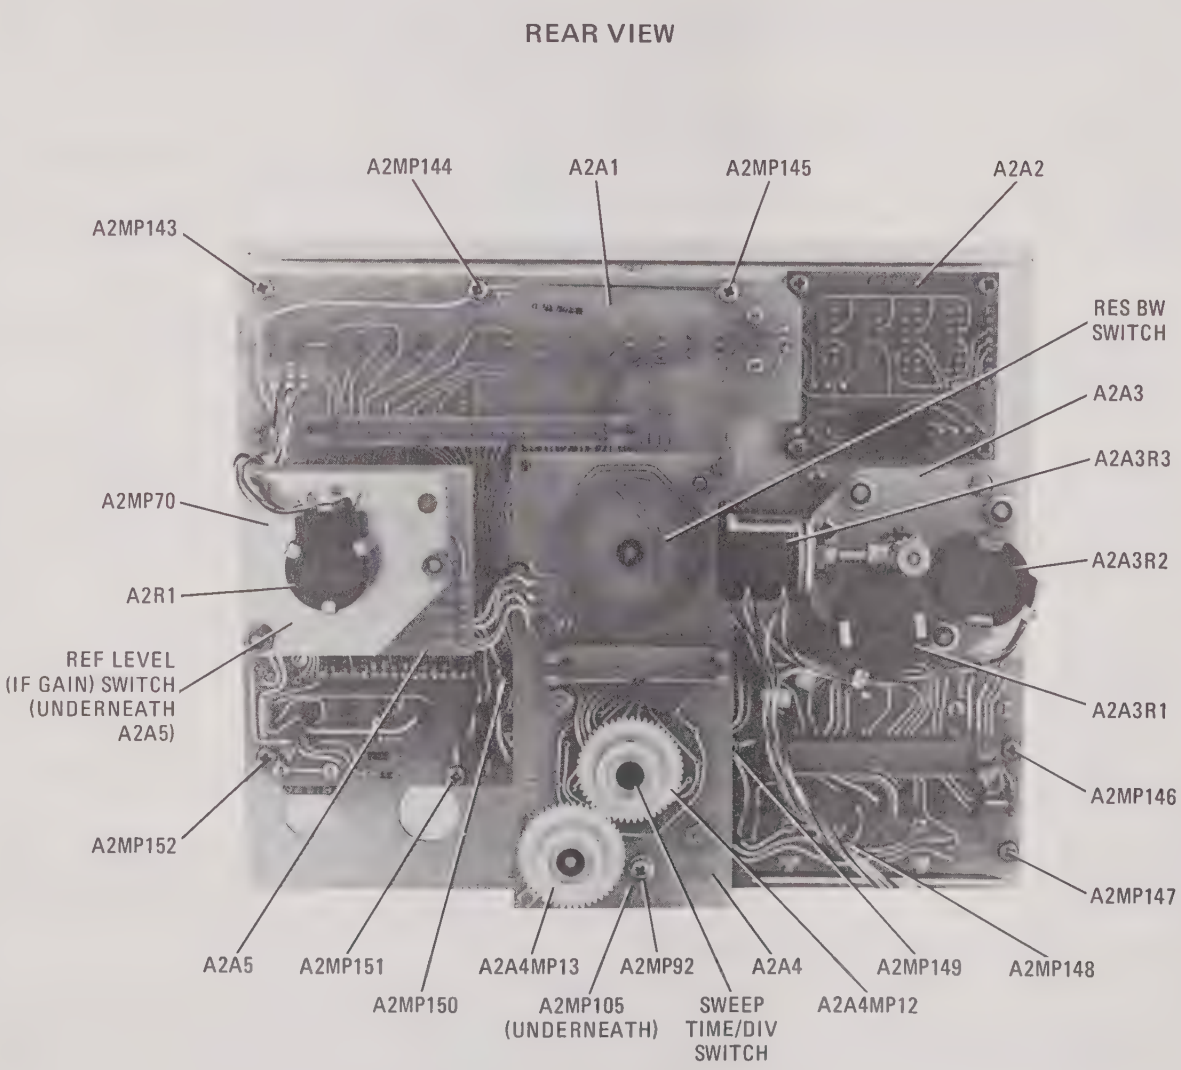

Figure 8-1. A2 Front Panel Control Assembly, Rear View
f. Remove ten 4-40 screws (A2MP143 through 152) from rear side of A2A1 Front Switch Assembly and one long 4-40 screw (A2MP92) and spacer (A2MP105) from A2A4 Rear Switch Assembly (See Figure 8-1).
8-22. Disassembling RESOLUTION BW Switch (See figure 8-1).
8-24. Disassembling REF LEVEL (IF Gain) Switch (see Figure 8-1).
8-26. Disassembling SWEEP TIME/DIV Switch (see Figure 8-1).